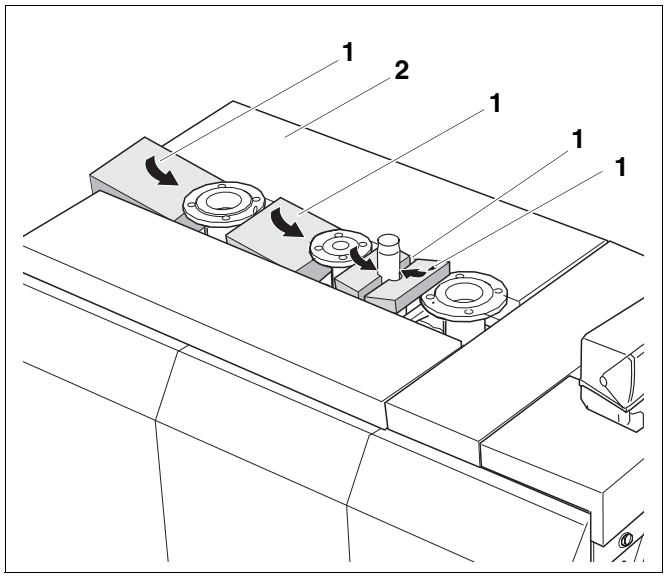

Рис. 41 Установка вкладышей
Учитывайте ширину вкладышей (рис. 41, **поз. 1**), они должны уместиться между боковыми крышками котла.
- Уложить вкладыши (рис. 41, **поз. 1**) между боковыми крышками котла (рис. 41, **поз. 2**).